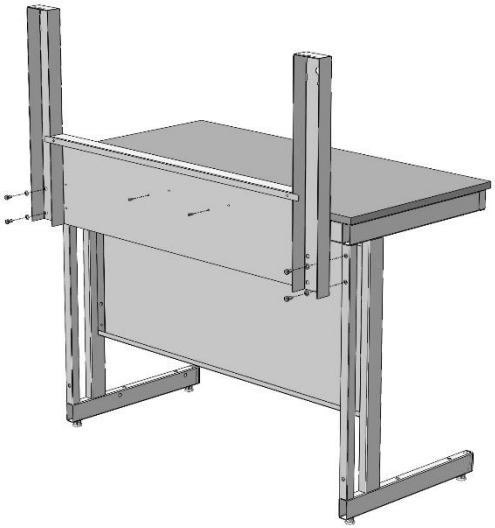

Рис. 2. Установка стоек надстройки
6.4. Установить на каркас стола стойки надстройки и бортик, используя болты М8х16 мм, шайбы 8 и саморезы 4,8х16 *(Рис. 2).*